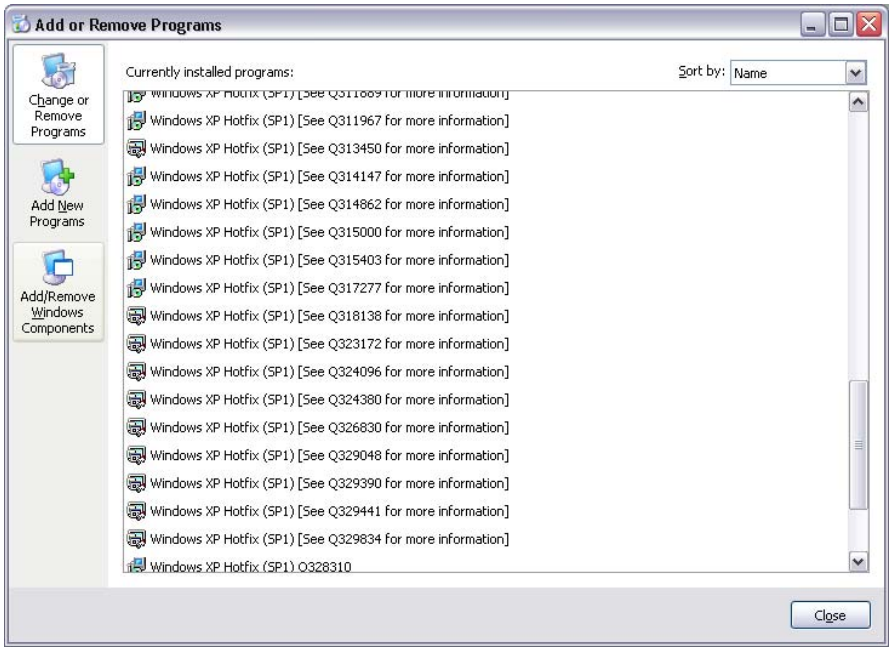

Figure 2.5: Microsoft Windows XP Add or Remove Programs
1. The **Windows Components Wizard** dialog box will appear, as shown in **Figure 2.5.** Select **Application Server** and click **Details** to view the contents of that component.
9. In the **Control Panel,** open the **Add/Remove Programs** dialog, shown in **Figure 2.5.** Click on the **Add/Remove Windows Components** icon in the left-hand column of the window.